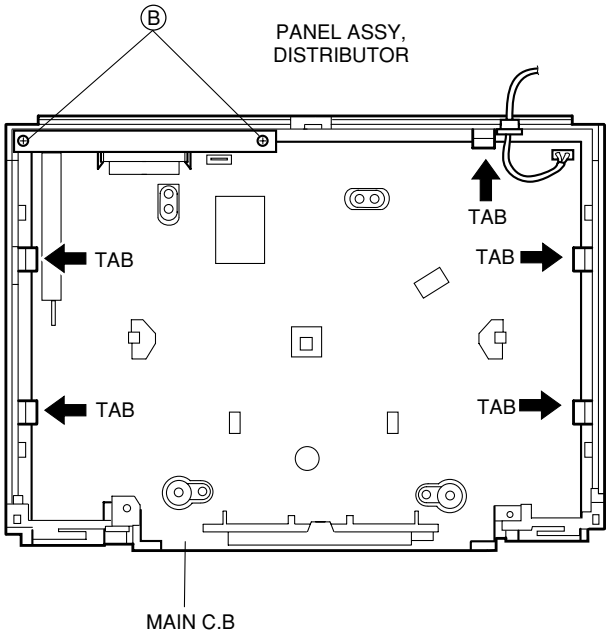

Fig. 4
5. Main C.B. Removal (see Fig. 4)